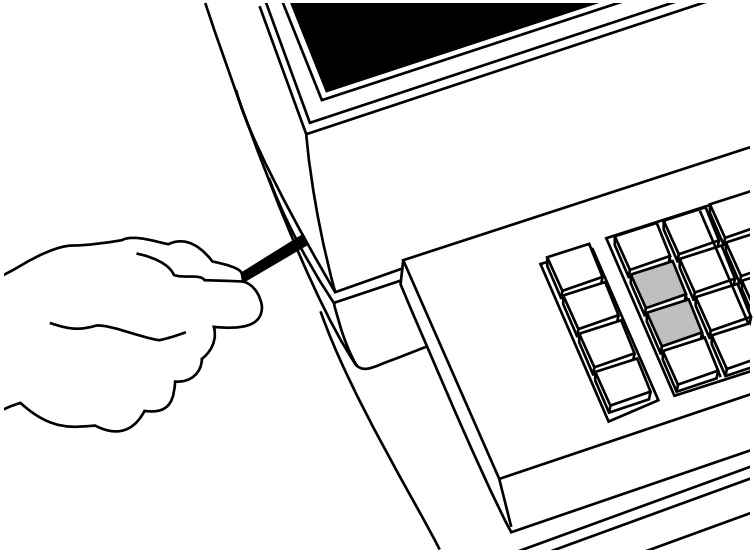

Figure 3-4. Removing the IBM 3683/84 Top Cover
3. Release the front cover latches (*Figure 3-4*).